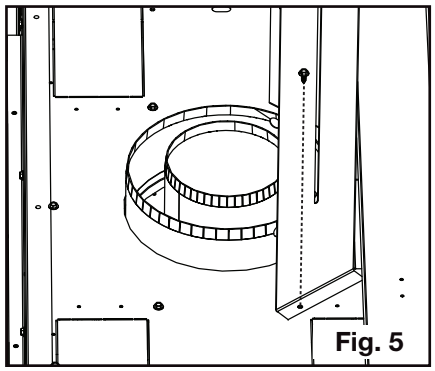

Fig. 5
5. Use the fasteners in step 4 to secure the vent shield to the appliance **(Figure 5)**.